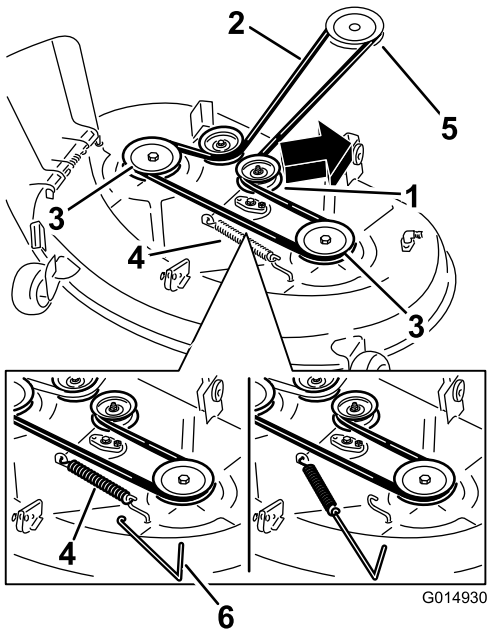
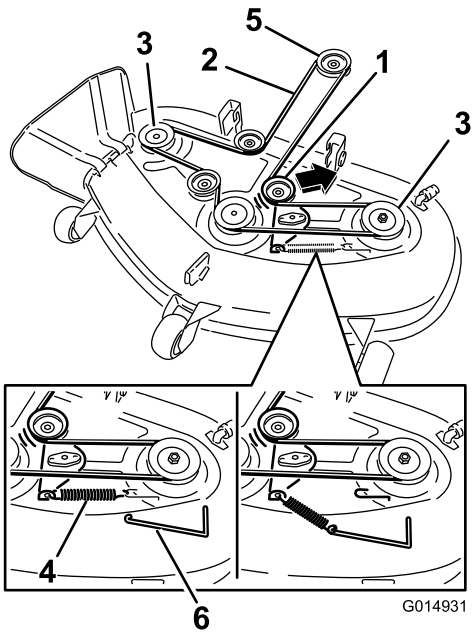

Figur 69
Figur 70
4. Använd ett fjäderborttagningsverktyg (Toro-artikelnr 92-5771) och ta bort mellanremskivfjädern från däckkroken för att minska spänningen på mellanremskivan och rulla av remmen från skivorna (Figur 69 och Figur 70).
5. Drag den nya remmen runt motorremskivan och klipparremsskivorna (Figur 70).
6. Använd ett fjäderborttagningsverktyg (Toro-artikelnr 92-5771) och montera mellanremskivfjädern på däckkroken för att öka mellanremskivans och klipparremmens spänning (Figur 69 och Figur 70).